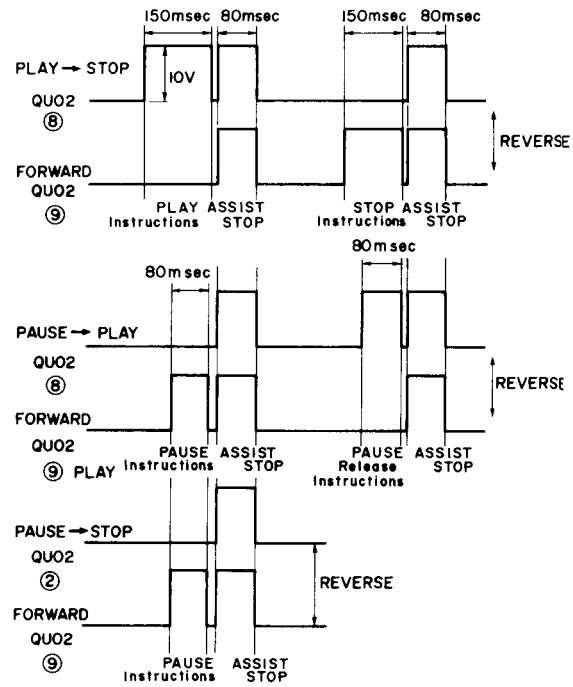

Fig. 16
At changing the mode from PLAY to PAUSE, PAUSE to PLAY or PAUSE to STOP, the μ-com output (QU02) is the same as changing from PLAY to STOP or STOP to PLAY, as shown in Fig. 16.
Like QU12 and F/R drive IC, QU13 and assist motor drive IC BA6208 contain the circuit to effect braking when both input signals are at "H" level. The μ-com is programmed so that a high level output is generated at pins ⑧ and ⑨ of μ-com QU02 as shown in Fig. 16.
According to Fig. 16, a high level signal is generated simultaneously at both pins ⑧ and ⑨ of QU02 for 80 msec to sto the assist motor (M073).